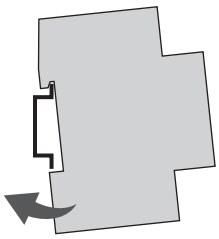

Afb. 4: Montage op DIN-rail
1. Verdeelkast-schakelklok van boven op de DIN-rail (Afb. 4) plaatsen en naar achteren drukken tot deze vergrendelt.